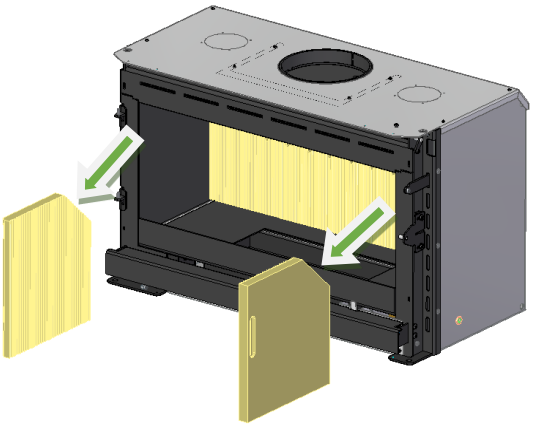

Figura 40 – Remoção das laterais em vermiculite do equipamento
3. Remova as 2 peças das laterais, deslocando para o centro do equipamento e posterior para o exterior do equipamento, ver Figura 40.